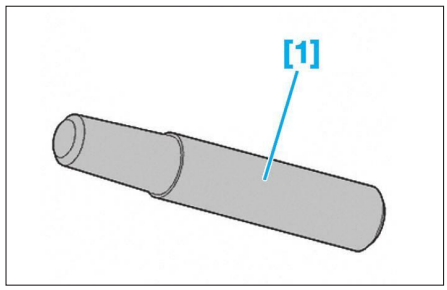

**Fig. 28**
- [1] Outil d'immobilisation de poulie de pompe haute pression (réf. 0194J) **(Fig.28)**.